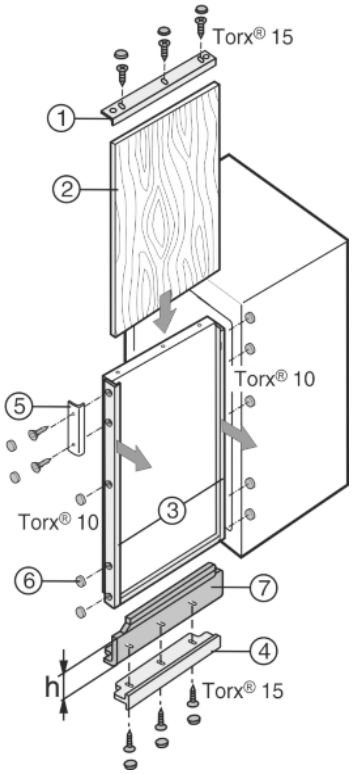

Fig. 40
- ▶ Csavarozza le a felső és az alsó díszkeretet *Fig. 40 (1, 4)*.
- ▶ Az összes többi díszkereten *Fig. 40 (3)* csak oldja ki a csavarokat, és tolja előre a díszkeretet.
- ▶ Tolja be a dekorlapot *Fig. 40 (2)*.
- ▶ Helyezze fel a felső vagy az alsó kiegyenlítő lemezt *Fig. 40 (7)*.
- ▶ Tegye rá a díszkeretet *Fig. 40 (1, 4)*, és csavarozza a helyére.
- ▶ Tolja vissza a díszkeretet *Fig. 40 (3)*, és csavarozza a helyére.
- ▶ Csavarozza fel a fogantyút *Fig. 40 (5)*.
- ▶ Pattintsa fel az összes csavarfejre a takarókupakot *Fig. 40 (6)*.
Ha már rendelkezésre áll dekorlap, de túl kicsi a magassága, akkor különböző magasságú kiegyenlítő lemezek *Fig. 40 (7)* révén illeszthető a helyére.